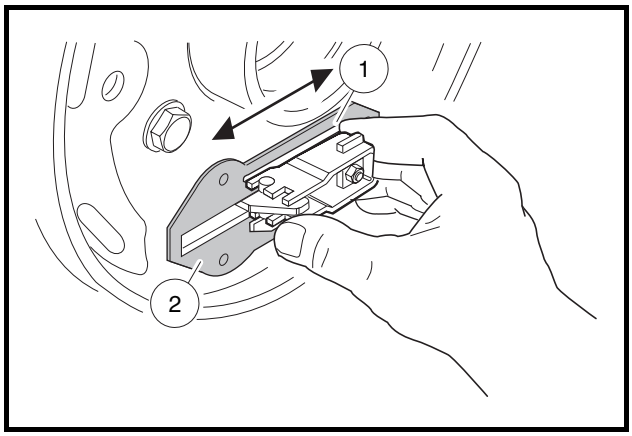

Figure 6-19 Lubricate Slide
3. Lubricate slide (1) and slide plate (2) with dry moly lubricant (CCI P/N 1012151) on both sides of the backing plate. After lubricating, work slide back and forth to ensure it slides smoothly and easily **(Figure 6-19, Page 6-9)**. Reinstall rubber boot onto backing plate. **See following WARNING.**